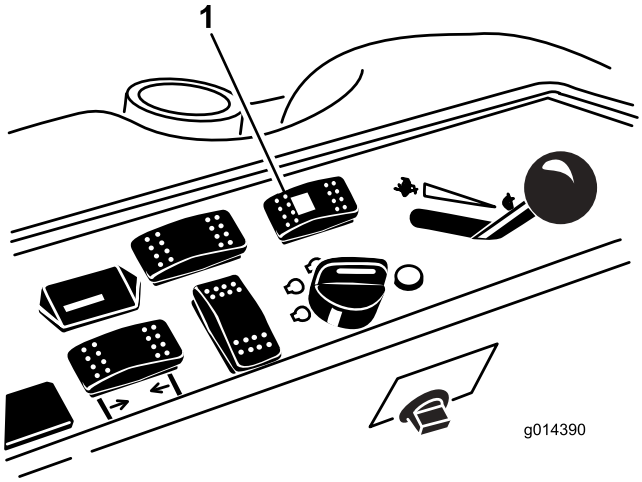

Figur 44
1. För brytaren för styrningsval till det bakre läget (fyrhjulsstyrning) (Figur 44).